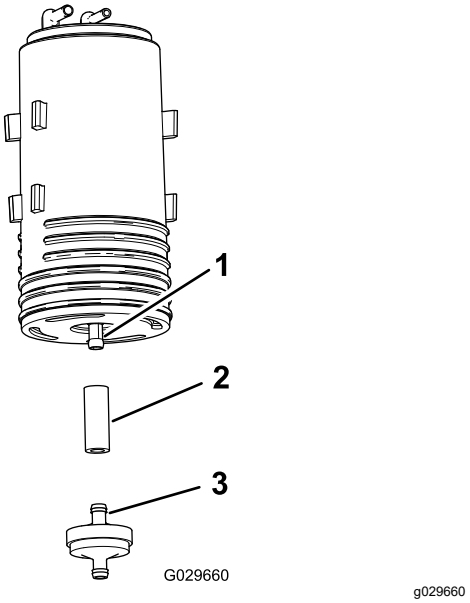

Figur 45
4. Ta bort kolkanisterfiltret och den korta slangsektionen från den nedre kopplingen på den gamla kolkanistern (Figur 45).
5. Anslut slangen till den nedre kopplingen på den nya kolkanistern (Figur 45).
6. För in det nya kolkanisterfiltrets koppling i slangen (Figur 45).